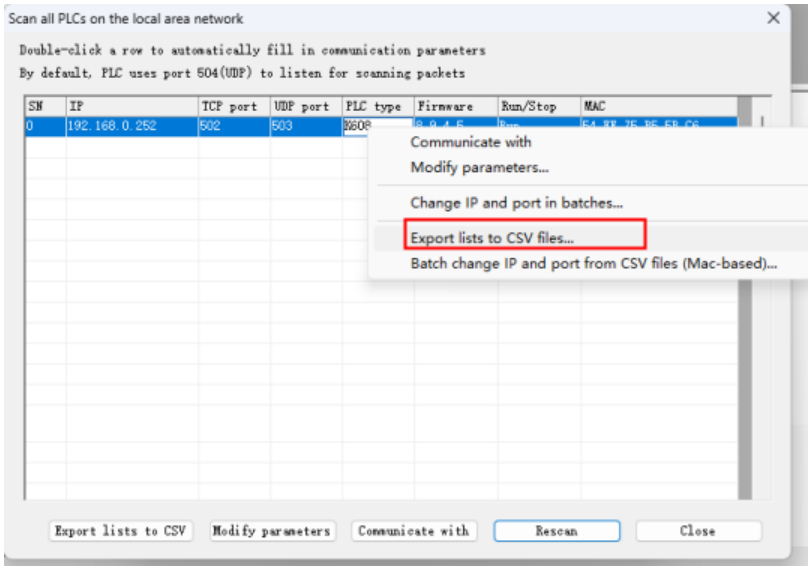

Figure 1
① Export the list of all PLC parameters in the network to a CSV file, as shown in Figure 1 and Figure 2.